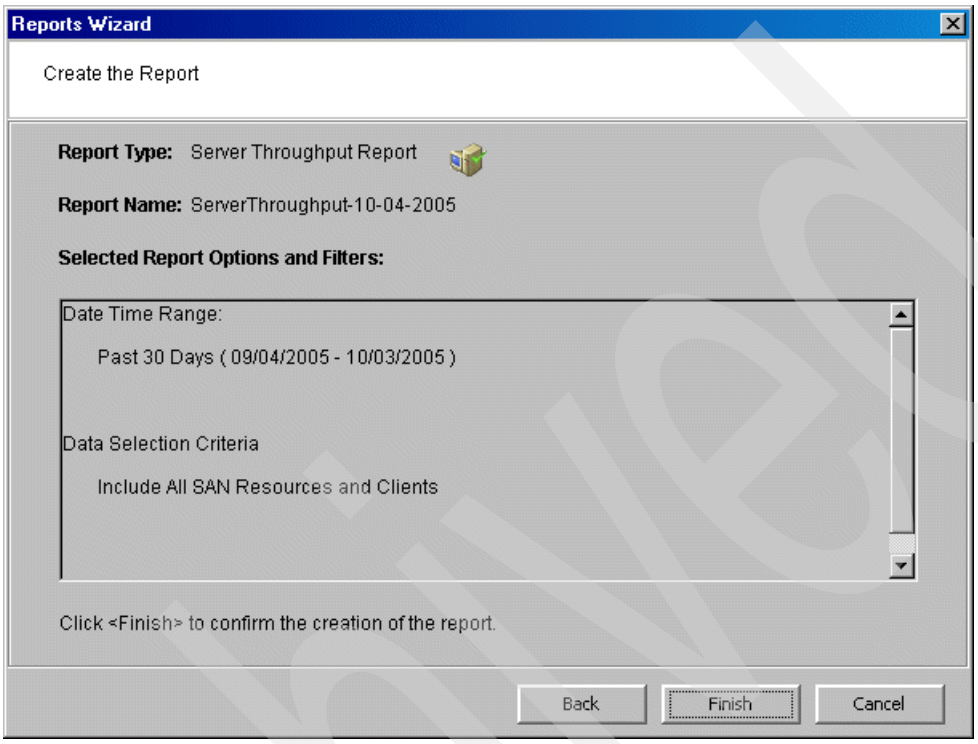

Figure 6-5 Create the Report (confirmation) panel
5. In the Create the Report panel (Figure 6-5), scroll through and confirm all the information that is displayed. If you need to make a correction, click **Back** and return to the panel where you need to make the change. When you are satisfied with the report options, return to the confirmation panel and click **Finish** to create the report.